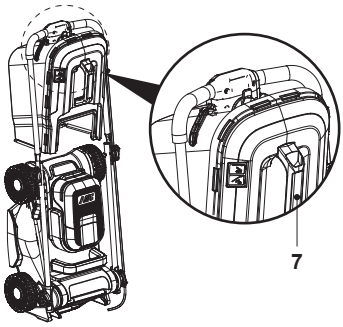

**Fig. 24**
8. Lo más recomendable es almacenar el cortacésped con el recogedor de hierba (7) enganchado a él y el accesorio triturador (23) montado en el cortacésped (Fig. 24).